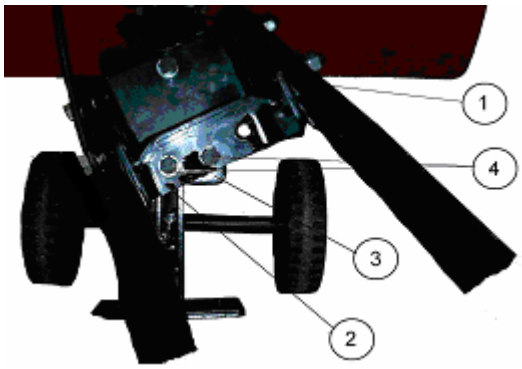

Рис. 5.
1. Открутить два болта с шайбами (см. рис.5, поз.4), которые крепят нижний кронштейн к опорной пластине сцепки.
2. Ослабить третий болт (см. рис.5, поз.1).